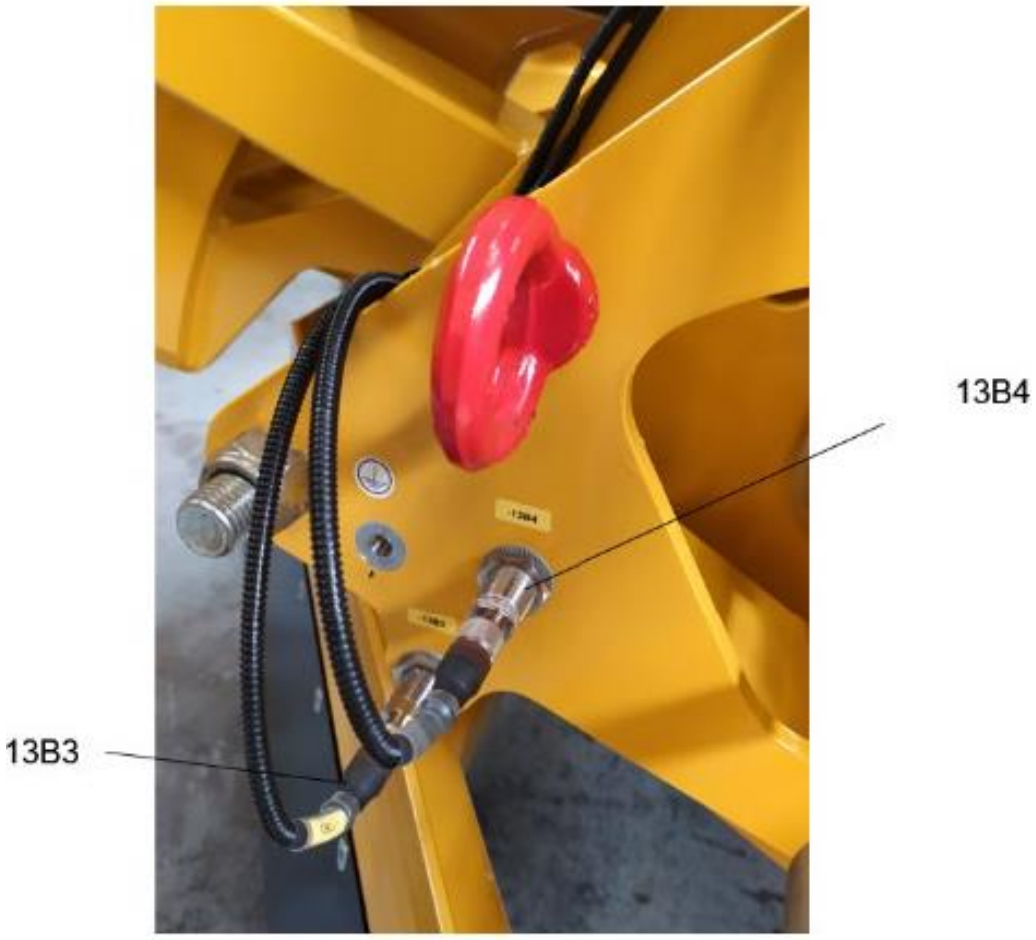

Fig. 6: Sensore 13B3 e 13B4
- 13B3 Fig. 6 - vomere secondario, in basso
- 13B4 Fig. 6 - vomere secondario, a binario